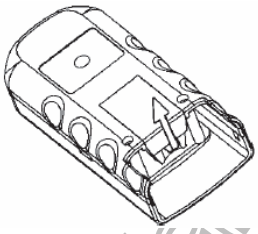

Рисунок 5. ЗАМЕНА БАТАРЕИ
2. Снимите крышку отсека батареи (см. рис. 5).